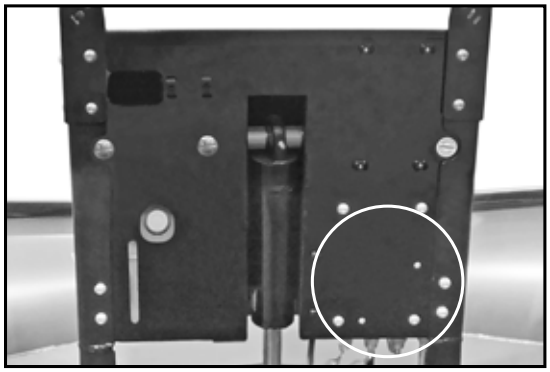

Bild 2: Neue Version, kein Anschluss für Druckeinstellung auf der Rückseite des Aggregats.
- V-Pflug neue Version (siehe Bild 2)